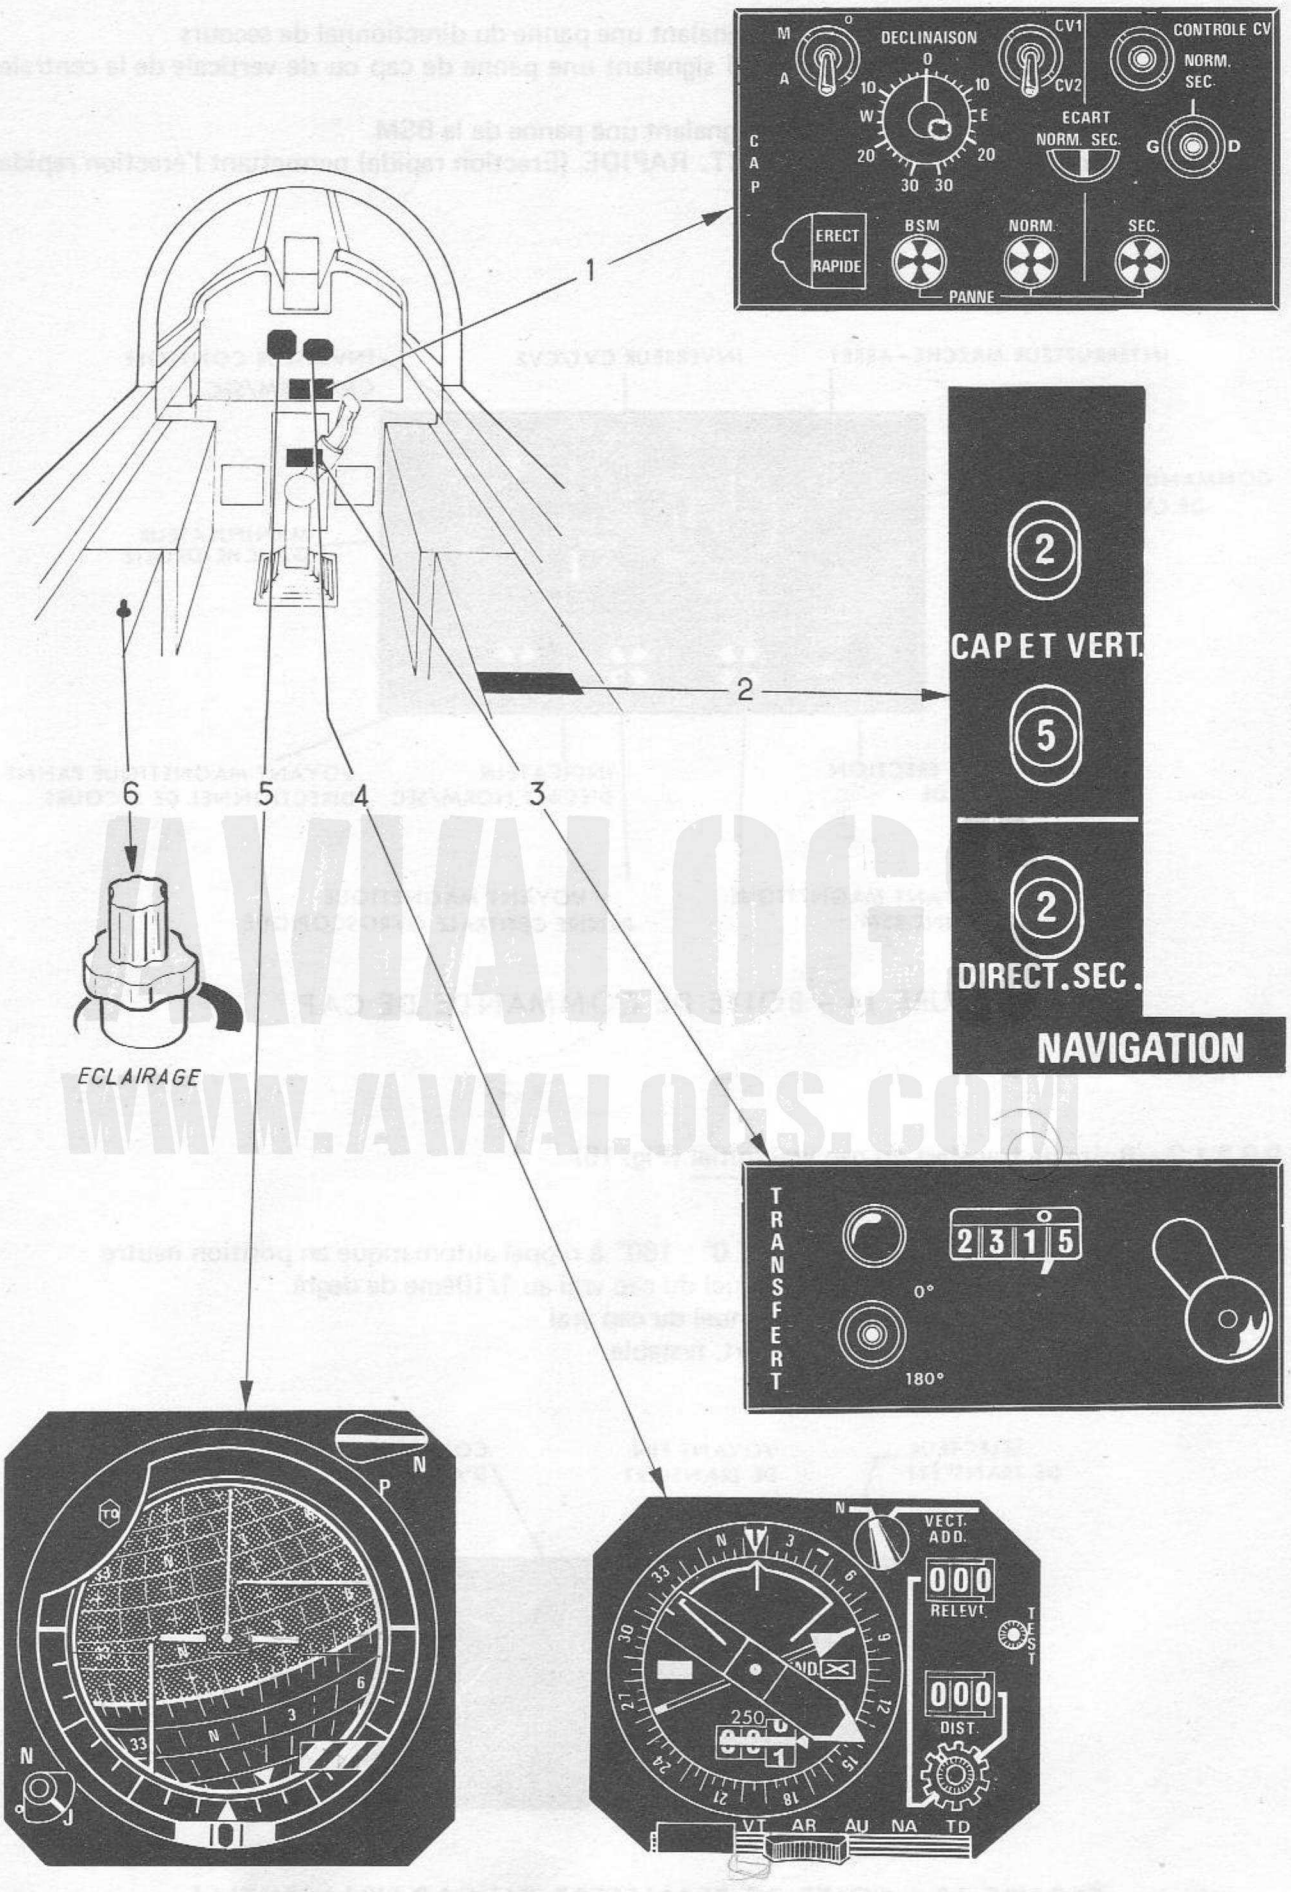

FIGURE 13 - COMMANDES ET CONTROLES DE L'INSTALLATION GYROSCOPIQUE
9.3.1 - Commandes et instruments de contrôle (Fig. 13)
9.3.2.1.4 - Eléments associés (Fig. 13)
9.3.3 - Utilisation normale (Fig. 13)